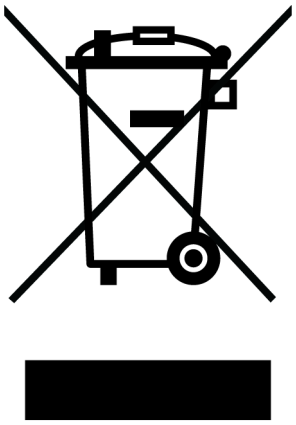

Figure 13 Crossed out 'wheelie bin" symbol
- marked correspondingly with the crossed out 'wheelie bin" logo (see Figure 13)